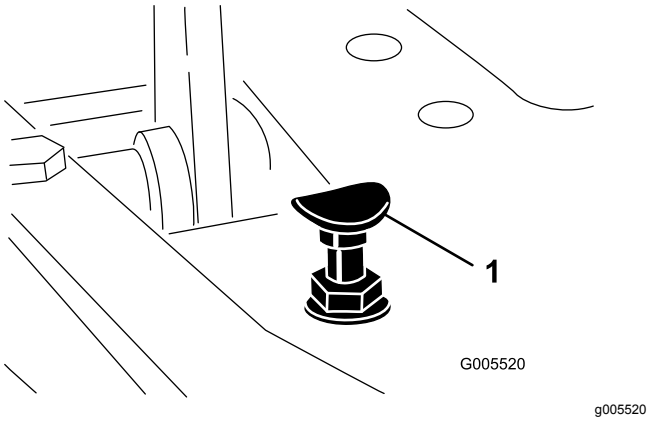

Figur 53
Du kommer upp i maximal transporthastighet genom att sätta funktionsreglaget i transportläget och trycka ned gaspedalen. Det behövs en justering om pedalen nuddar vid stoppet (Figur 53) innan anspänningen känns i kabeln:
1. Flytta funktionsreglaget till transportläget och lossa på låsmuttern som fäster pedalstoppet vid golvplattan (Figur 53).